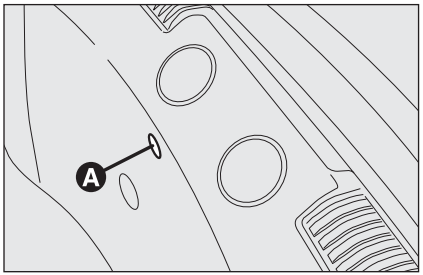
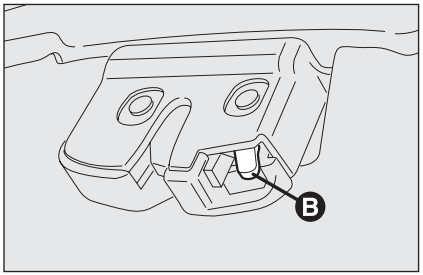

fig. 4 A0E0269m
fig. 5 A0E0263m
- ❒ retire el destornillador del contenedor de las herramientas e, interviniendo desde el interior del maletero (por la parte posterior), introdúzcalo en el alojamiento **A-fig. 4** y luego, intervenga en la palanca **B-fig. 5**.